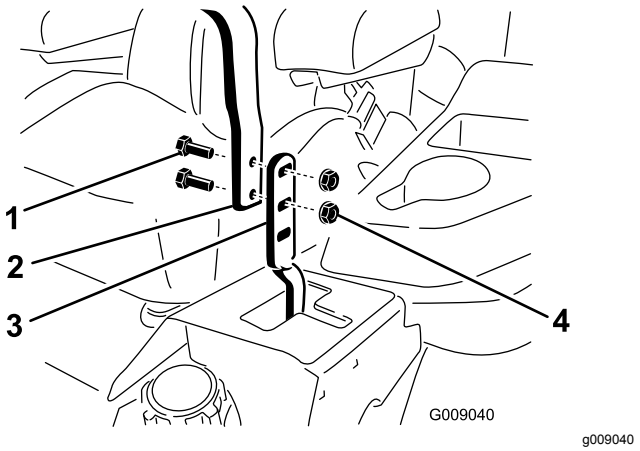

Figur 85
3. Lossa skruvarna och flänsmuttrarna som är monterade i reglagen (Figur 85).
4. Rikta in reglagen i främre-bakre läge genom att föra ihop dem i NEUTRALLÄGET, skjuta dem tills de är inriktade och sedan dra åt skruvarna (Figur 85).